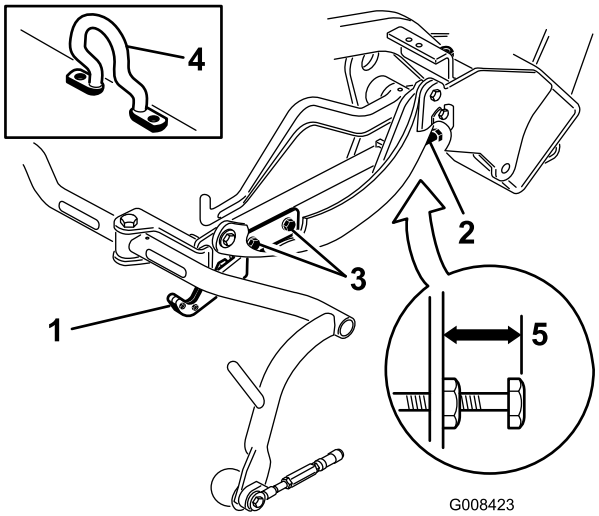
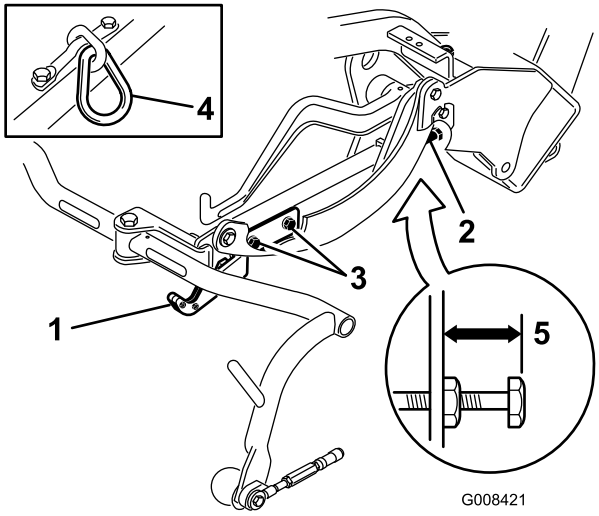
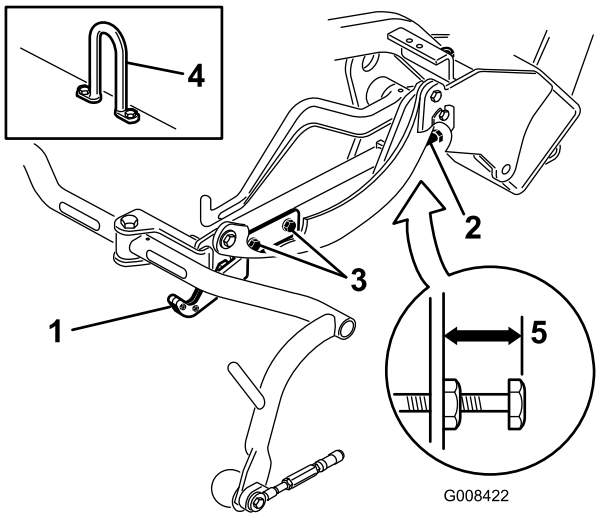

Figur 12
Figur 13
Figur 14
Kontroller og juster om nødvendigt transporthøjden (Figur 13 og Figur 14).
2. På klippeenheder med en forskudt løftekrog (Figur 12, indsat) skal det kontrolleres, at afstanden fra toppen af bærerrammens justeringsskrue til bagsiden af bærerrammen er 25 mm. Fortsæt til trin 4, hvis afstanden ikke er 25 mm.
3. På klippeenheder med et kædeled eller en lige løftekrog (Figur 13 og Figur 14, indsat) skal det kontrolleres, at afstanden fra toppen af bærerrammens justeringsskrue til bagsiden af bærerrammen er 22 mm. Fortsæt til trin 4, hvis afstanden ikke er 22 mm. Hvis klippeenheden er udstyret med et forskudt løfteled (Figur 12), skal du gå videre til næste trin.
4. Løsn transportpladens monteringsskruer (Figur 13, Figur 14 og Figur 12).
7. Hvis bærerrammerne ikke har den samme højde, skal du løsne kontramøtrikken på bærerrammen, der justerer skruen (Figur 12, Figur 13 og Figur 14). Drej skruen udad for at hæve og indad for at sænke dem. Spænd kontramøtrikken, når den rette højde er opnået.